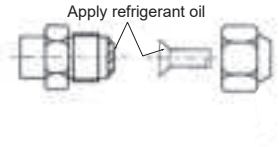

Fig. 7-2
3) Apply refrigerant oil on the flared seat. (Fig. 7-2)